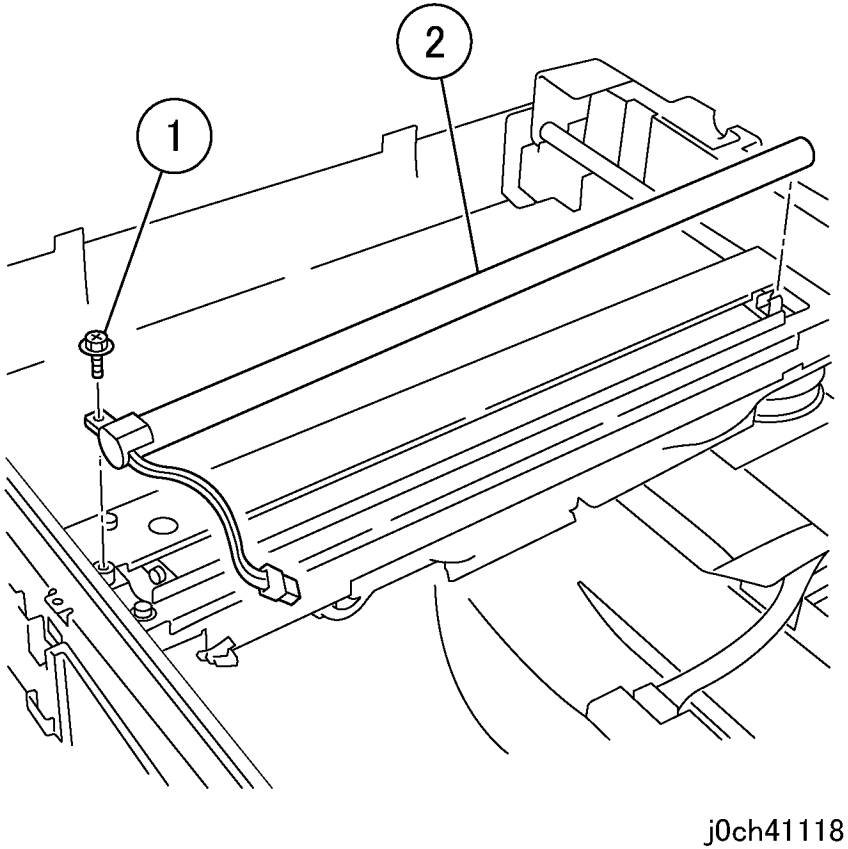

Рисунок 5 Снятие лампы экспонирования (j0ch41118)
6. Снимите лампу экспонирования (рисунок 5).